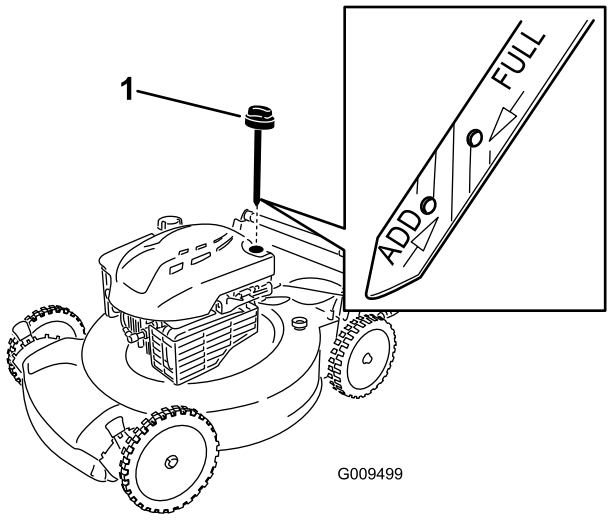

Bild 26
6. Nehmen Sie den Peilstab aus dem Öleinfüllstutzen (Bild 26).